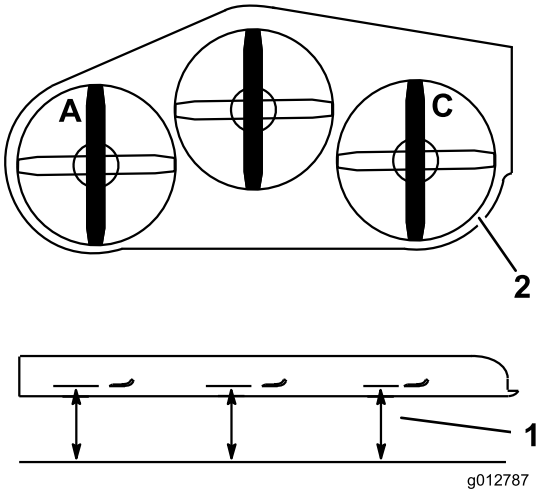

Figura 86
1. Coloque la cuchilla izquierda en posición longitudinal (Figura 86).
2. Mida la cuchilla izquierda en la posición **A** desde una superficie nivelada hasta el filo de corte de la punta de la cuchilla, y anote esta medida (Figura 86).
3. Coloque la cuchilla derecha en posición longitudinal (Figura 86).
4. Mida la cuchilla izquierda en la posición **C** desde una superficie nivelada hasta el filo de corte de la punta de la cuchilla, y anote esta medida (Figura 86).
2. Coloque la cuchilla izquierda en posición longitudinal (Figura 86).
3. Mida la cuchilla izquierda en la posición **A** desde una superficie nivelada hasta el filo de corte de la punta de la cuchilla, y anote esta medida (Figura 86).
4. Coloque la cuchilla derecha en posición longitudinal (Figura 86).
5. Mida la cuchilla izquierda en la posición **C** desde una superficie nivelada hasta el filo de corte de la punta de la cuchilla, y anote esta medida (Figura 86).